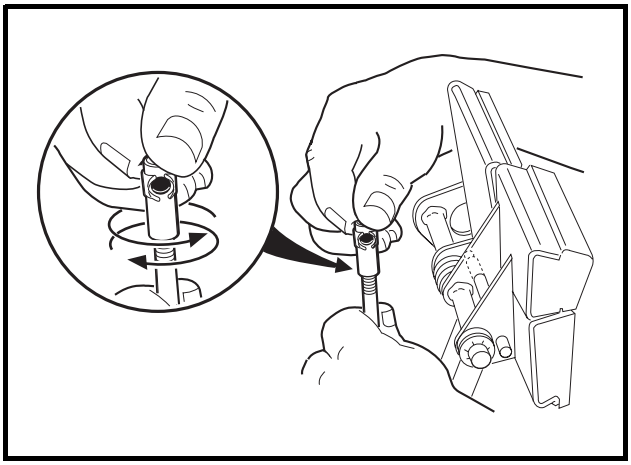

Figure 5-27 Brake Rod Adjustment
3.6. If ratchet/pawl engagement must be adjusted, disconnect the ball joint at the top of the brake rod and rotate the ball joint sleeve clockwise to increase engagement or counterclockwise to decrease engagement. Reconnect ball joint **(Figure 5-27, Page 5-18)**.